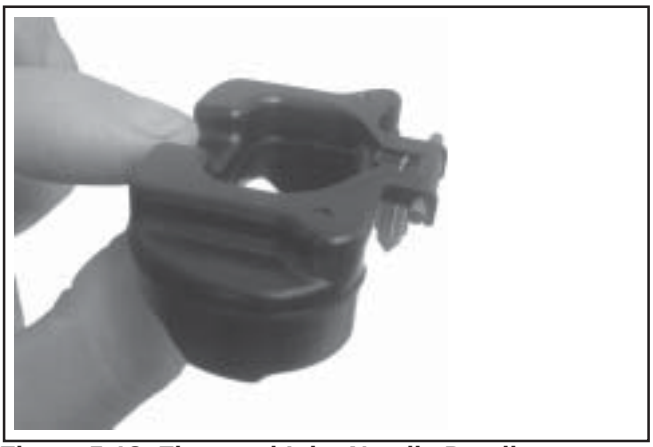

Figure 5-18. Float and Inlet Needle Details.
5. Attach the inlet needle to the plastic tang of the float with the wire clip. The formed 90° lip should point up, with the needle valve hanging down. See Figure 5-18.